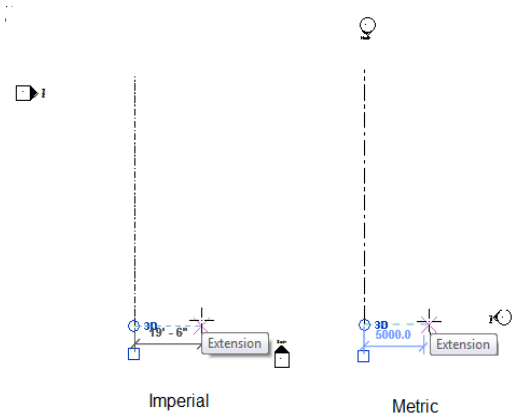

Figure 3-47 *Specifying the start point of the second vertical grid line*
5. Now, move the cursor downward and position it near the right side of the endpoint of the grid line created previously, as shown in Figure 3-47.